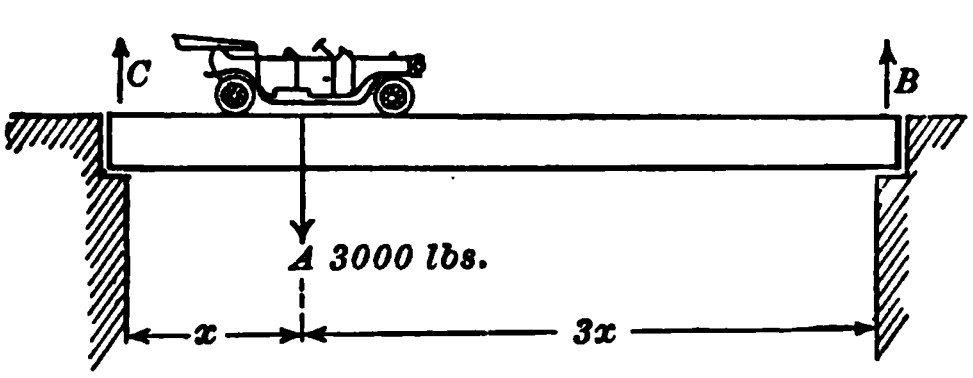

Fig. 38. Bridge with automobile on it.
FOR EXAMPLE, suppose that a 3000-pound automobile is standing on a bridge one fourth of the way across (Fig. 38) and that we wish to know how much of its weight A is carried by each of the supports at the ends of the bridge. Let B and C be the two upward forces the magnitudes of which are to be found. Suppose we use principle (2) above, and take moments around the left-hand end of the bridge, where C acts. Then C has no moment and we have